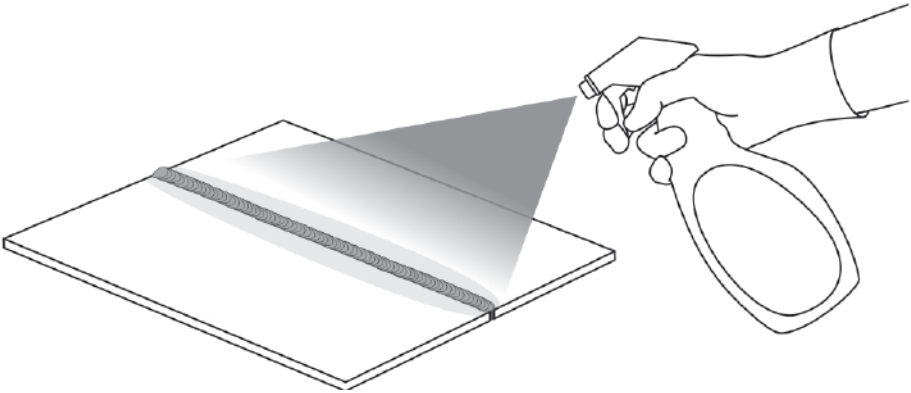

Рис. 12.3.2. Деактивация кислоты.
2. После очистки шва с помощью пульверизатора выполните деактивацию кислоты путем распыления деактиватора (см. рис. 12.3.2).